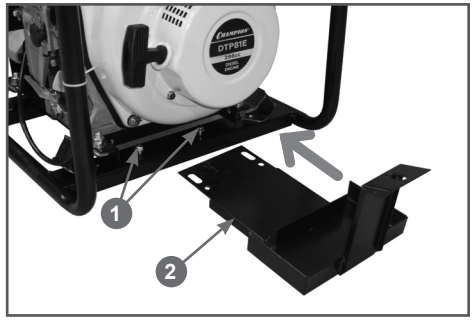
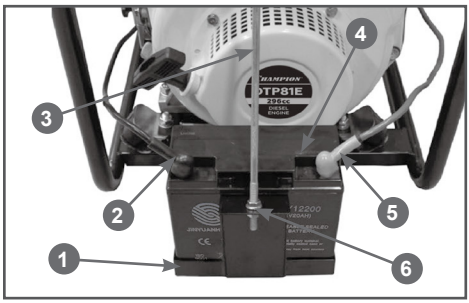

Рис. 4 Установка кронштейна аккумулятора
Рис. 5 Установка аккумулятора
2. Выкрутите из рамы болты 1 (2 шт.), совместите отверстия в раме и кронштейне 2 аккумулятора и закрутите болты крепления, не затягивая их (Рис. 4).
3. Установите тягу 3 кронштейна 1 аккумулятора (Рис. 5). Открутите с нижней части тяги 3 одну гайку 5 (Рис. 5). Зацепите крючок тяги 3 за раму мотопомпы, а нижнюю часть тяги вставьте в отверстие в кронштейне 1 аккумулятора (Рис .5). Накрутите обратно на тягу вторую гайку. С помощью гаек 6 отрегулируйте положение кронштейна 1 (Рис. 5). Окончательно затяните болты 1 крепления кронштейна аккумулятора к раме мотопомпы (Рис. 4) и гайки 6 тяги аккумулятора (Рис. 5).
4. Установите аккумулятор 4 в кронштейн 1 и подключите клеммы силовых проводов 2 и 5 к выводам аккумулятора (Рис. 5).